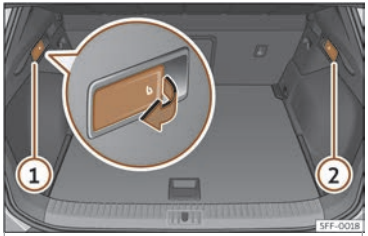

Fig. 109 No maleteiro:pancas para desbloqueo do respaldo traseiro.
- Puxe da panca de desbloqueo a distancia da parte esquerda>>> **fig. 109** ① ou dereita ② do respaldo no sentido da frecha. A parte desbloqueada do respaldo traseiro abátese automaticamente cara adiante.